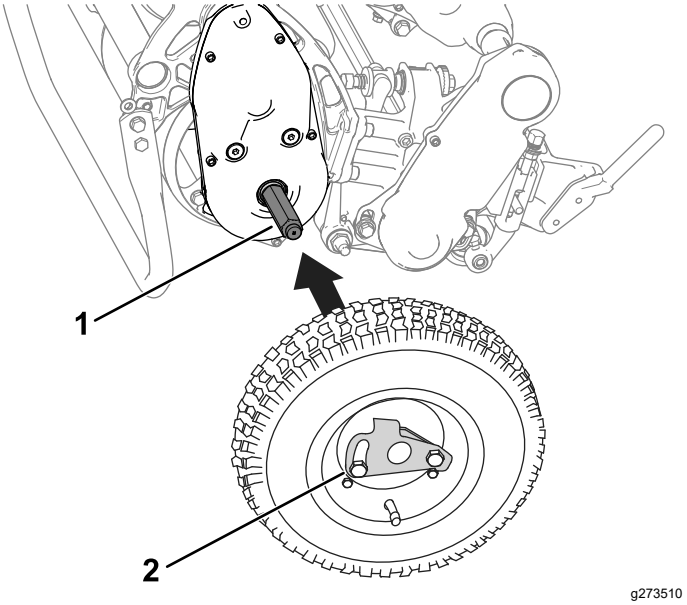

Figur 25
2. Skjut på ett hjul på en axel (Figur 25).
3. Vrid bort hjullåsklämman (Figur 25) från hjulets mitt så att det kan glida längre in på axeln.